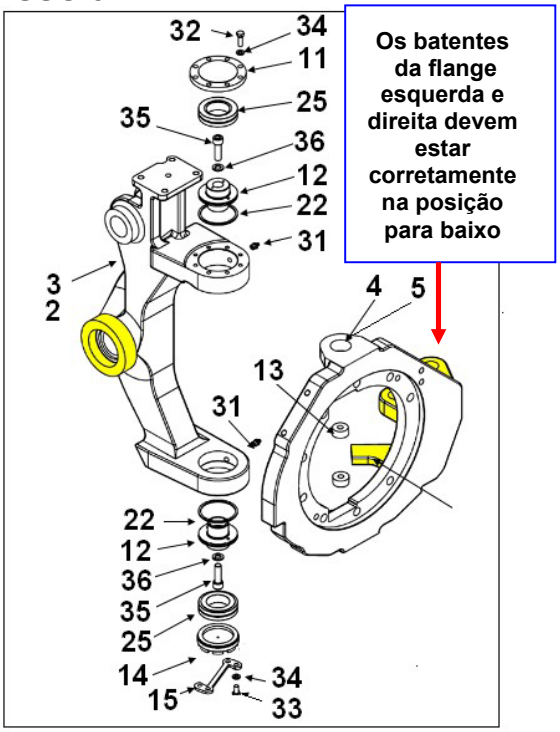

figura 2
Conforme ilustrado na figura 2, separadamente instale os anéis item (22) qtd. 02 para cada lada dos pinos item (12) qtd 02.
Conforme ilustrado na figura 2, insira o rolamento item (25) qtd. 02 e também os pinos de montagem item (12) qtd. 02, já com os anéis item (22) qtd. 04, montados no passo 5 no reservatório de nitrogênio por 5 minutos.
Conforme ilustrado na figura 2, posicione os flanges itens (4) e (5) nos camber joint lado esquerdo e direito itens (2) e (3) para a montagem dos pinos.
Nota: O batente deve estar na posição voltada para baixo. Consultar a figura 2 para os corretos pontos de controle destacados.
Conforme ilustrado na figura 2, instalar os pinos item (12) nos camber joint esquerda e direita itens (2) e (3) juntamente com as flanges esquerda e direita itens (4) e (5).
Conforme ilustrado na figura 2, após instalado o flange esquerda e direita itens (4) e (5) no camber joint esquerdo e direito itens (2) e (3), instale o anel interno do conjunto da rótula de contato angular GE50-SX item (25) qtd. 04 em cada pino item (12) qtd. 04.
Conforme ilustrado na figura 2, instale o anel externo do conjunto da rótula de contato angular GE50-SX item (25) qtd. 04, nos respectivos pinos item (12) qtd. 04 e complete a instalação destes itens.
Conforme ilustrado na figura 2, instalar a bucha item (13) qtd. 04 nos pinos item (12) qtd. 04 junto com o anel externo do conjunto da rótula item (25) qtd. 04, usando a arruela item (36) qtd. 04 e parafusos M12x40 mm item (35) qtd. 04.
Conforme ilustrado na figura 2 e foto 4, instale a tampa item (11) qtd. 02, “uma” para cada camber joint lado esquerdo e direito itens (2) e (3) (terminal superior), usando os parafusos item (32) qtd. 08 e arruelas item (34) qtd. 08 para cada lado (camber joint esquerdo e direito).